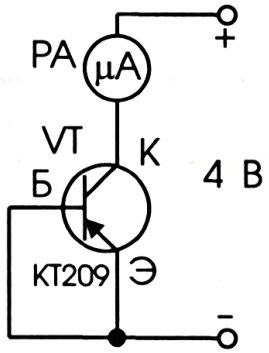

Рис. 3
1. Соберите установку по рис. 3 и измерьте силу обратного тока коллектора $I_{кбо}$ при комнатной температуре и обратном напряжении на коллекторном *p-n*-переходе около 4 В.